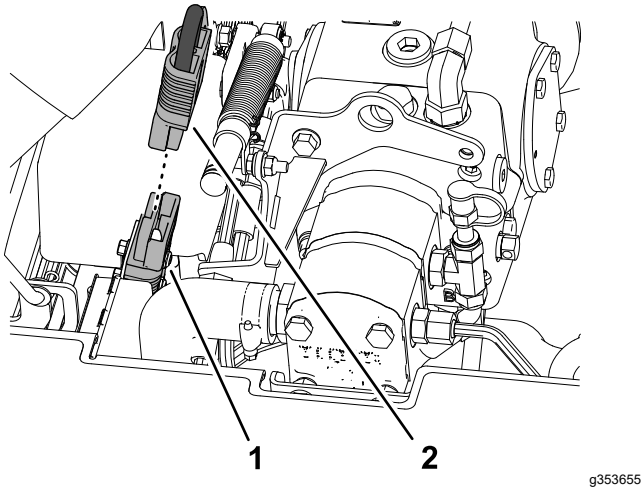

Figur 33
1. Applicera dielektriskt fett på kontaktytorna på batteribortkopplingsbygeln (Figur 33).